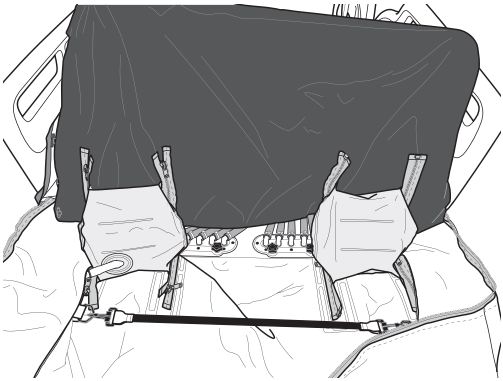

Figure 6 : Connecteurs d'air sous le coussin à l'intérieur du matelas
4. Soulever les coussins (figure 6) et guider visuellement les connecteurs à air sur le matelas à air vers les ports de connexion.